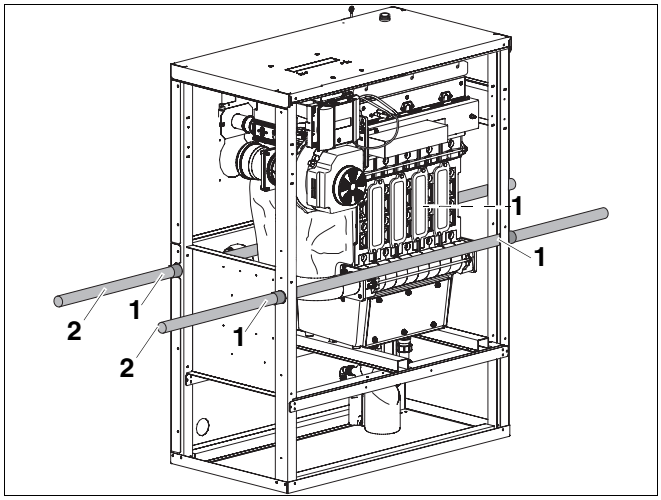

Fig. 7 Transporting the boiler using pipes
- Push the pipes through the holes at the front and rear of the boiler (➔ Fig. 7).
- Secure the pipes at the positions shown in Fig. 7 against slipping, using adhesive tape for example.